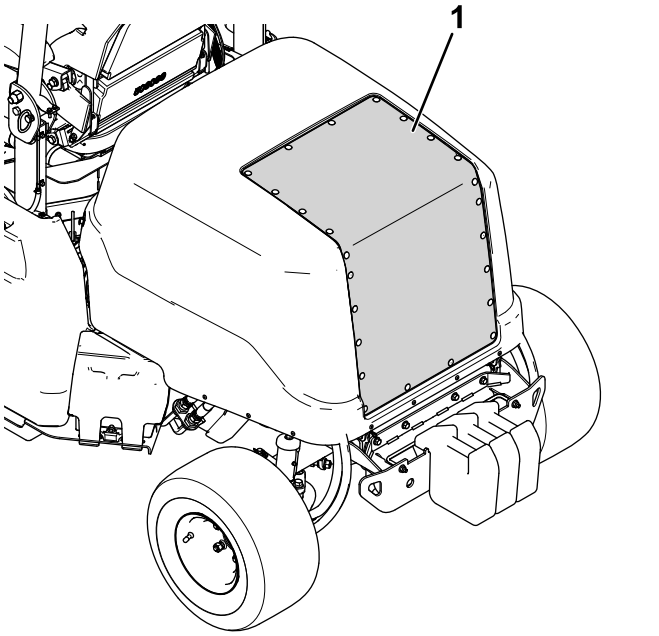

Figur 69
2. Använd tryckluft för att rengöra huvens galler (visas i Figur 69). Rikta luften ut från maskinen.